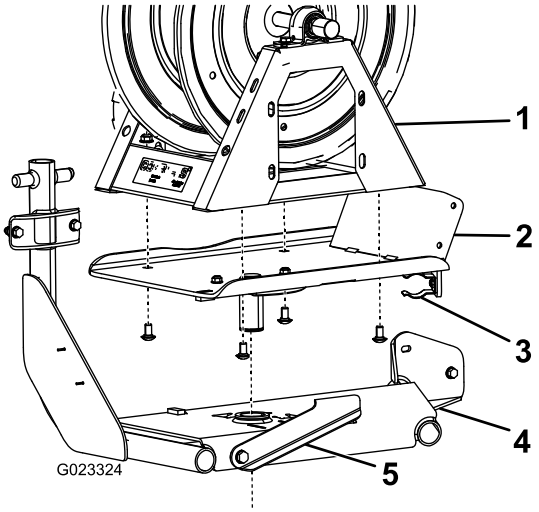

Figura 9
2. Fissare la parte girevole alla base dell’avvolgitubo con 4 bulloni a testa tonda piccoli e 4 dadi flangiati (⅜”) (Figura 9).
3. Abbassare la piastra girevole nel foro del supporto per avvolgitubo (Figura 9).